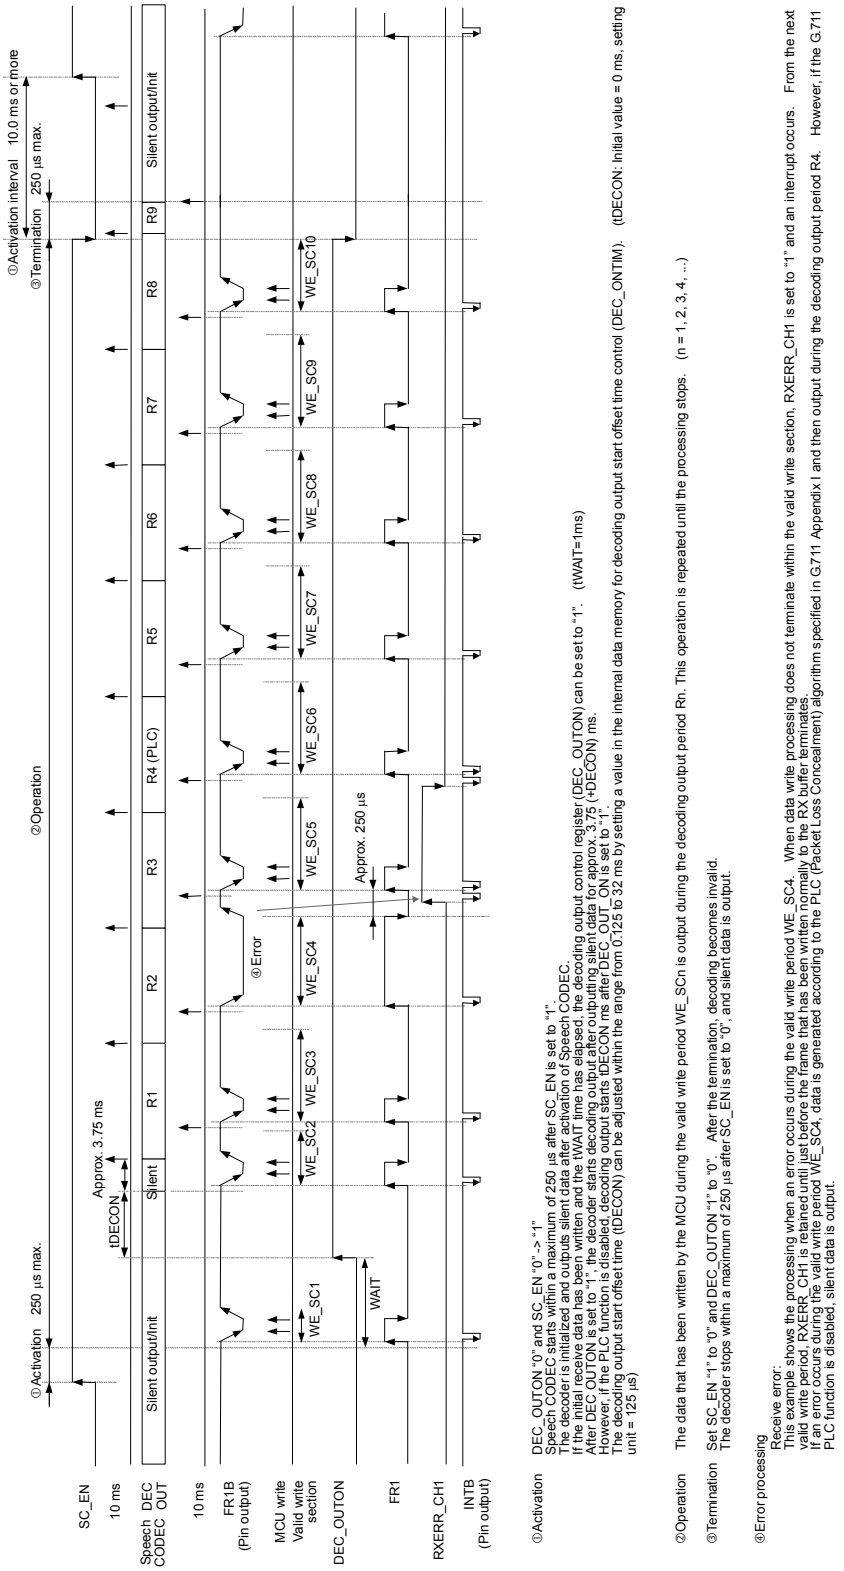

Figure 20 G.711 (μ-law and A-law) Receive Buffer Control Method at Single-Channel Operation (10 ms/frame mode)
③ G.711 operation (after switching)
Operates according to the operation that is effective on and after the third receive request that is described in ② Operation and ④ Error processing in Figure 20 G.711 (μ-law and A-law) receive buffer control method at single-channel operation (10 ms/ frame mode).